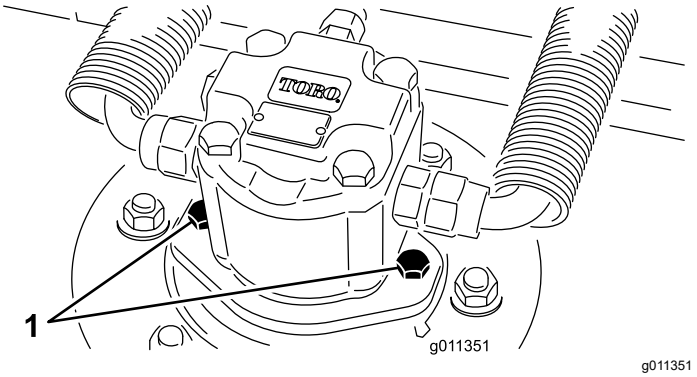

Figuur 124
2. Ontkoppel de hydraulische motor en verwijder deze van de maai-eenheid (Figuur 124). Bedek de bovenzijde van de as zodat deze niet vuil wordt.
3. Monteer de hydraulische motor op de maai-eenheid (Figuur 124). Controleer of de O-ring zich op de juiste plaats bevindt en niet beschadigd is.